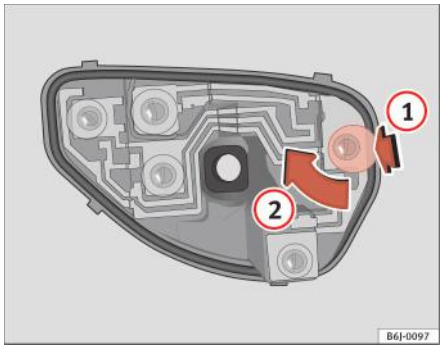

Fig. 145 Înlocuirea becurilor lămpilor spate
– După scoaterea soclului becului, apăsați în sensul săgeții (1) şi rotiți concomitent în sensul săgeții (2) ⇒ pagina 229, fig. 145 ■